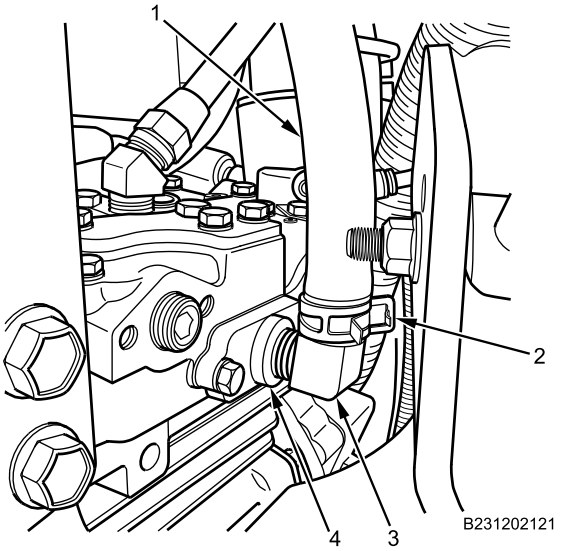

Figure 18. Air Compressor Connection.
17. Apply thread sealing compound to angle fitting (Figure 18, Item 3), install fitting on air compressor air inlet port (Figure 18, Item 4), and tighten securely.
18. Install air compressor supply air line (Figure 18, Item 1) and clamp (Figure 18, Item 2) on angle fitting (Figure 18, Item 3).